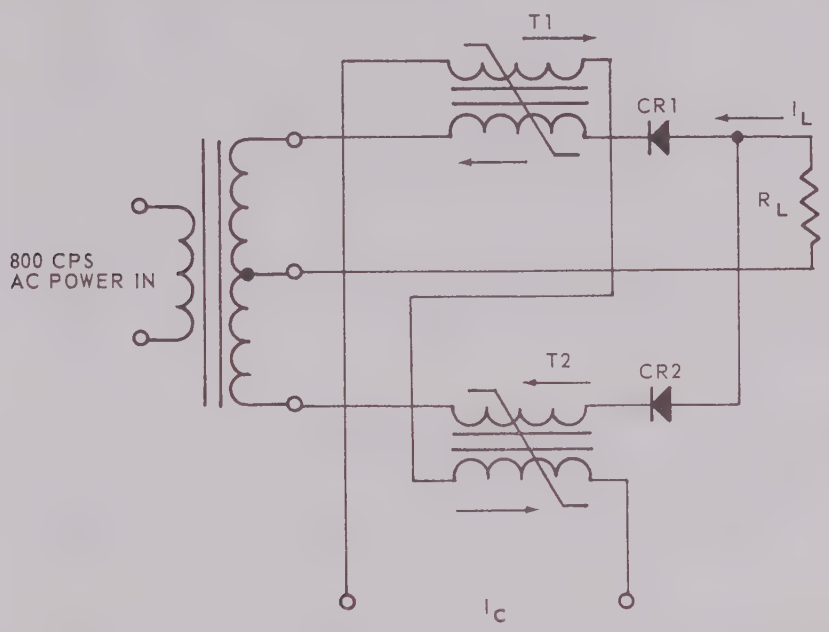

Fig. 3-2 Magnetic Amplifier Assembly, Simplified Schematic
3-4. MAGNETIC AMPLIFIER ASSEMBLY CIRCUIT DESCRIPTION (refer to drawing number 32755, figures 3-2 and 3-3)
b. The transformer and diodes CR1 and CR2 (figure 3-2) form a conventional full-wave, center-tapped rectifier circuit. When the gate windings of T1 and T2 in series with CR1 and CR2 present a low impedance, the full output will appear across the load R_L.